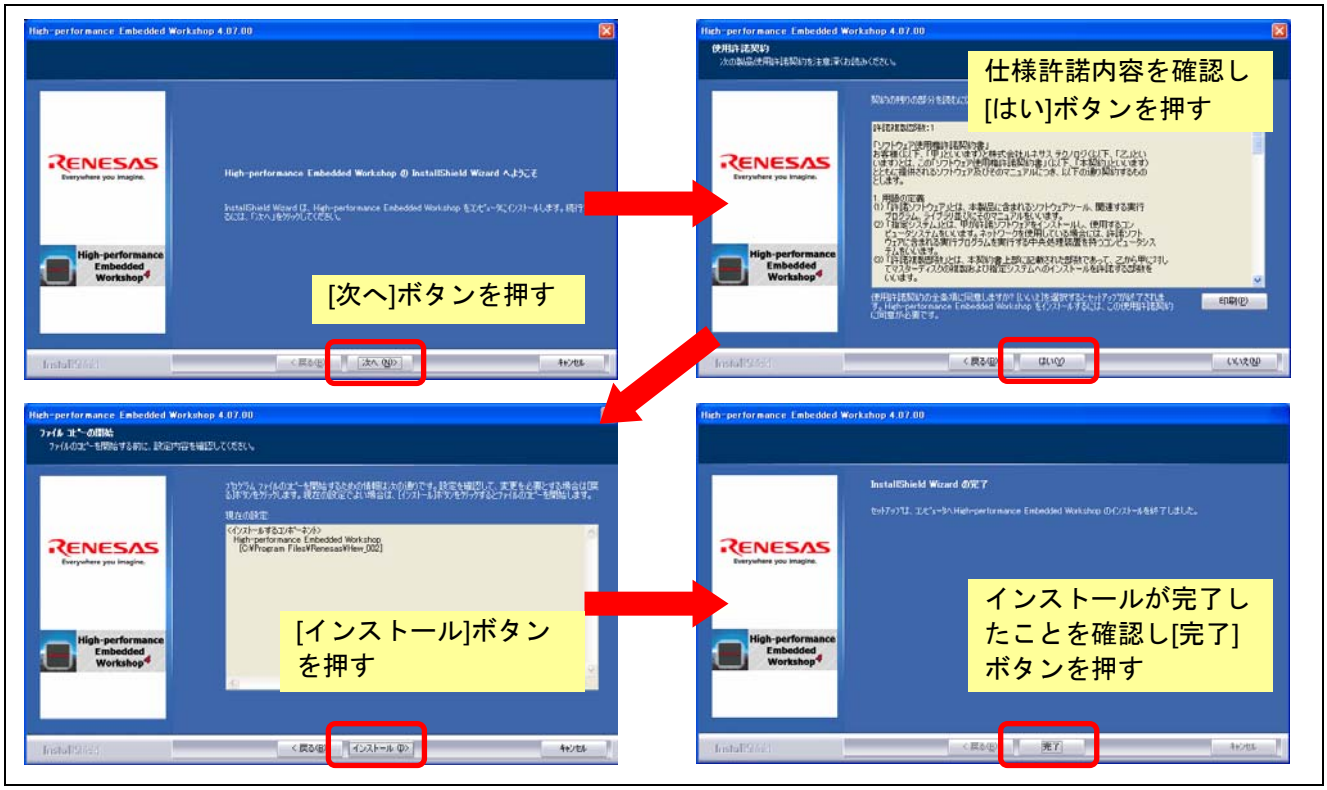

図 3.5 High-performance Embedded Workshop のインストール
(6) High-performance Embedded Workshopのインストールが自動的に開始されますので、図 3.5のようにインストールを行ってください。